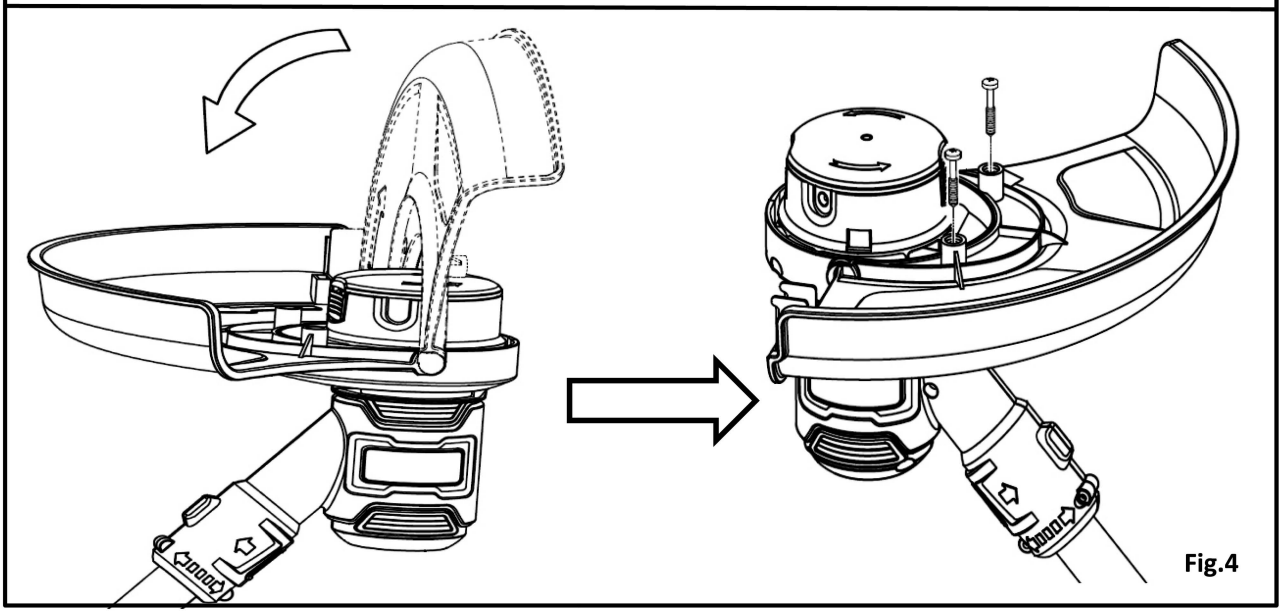

Fig.4
2. Rotation the guard to the suitable position, then install two screws.(see Fig.4)